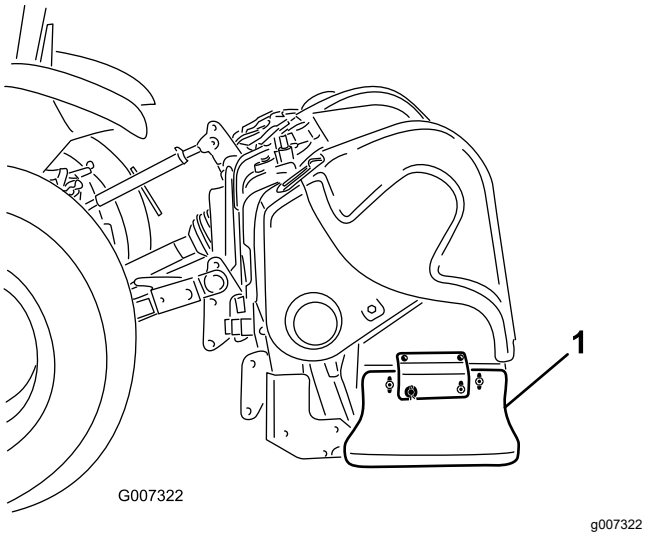

**Figuur 40**
1. Draai de bouten en moeren los waarmee het zijscherm is bevestigd aan het frame (Figuur 40).